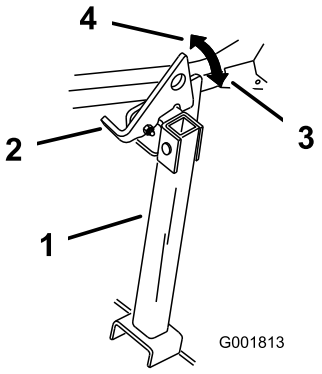

**Figuur 28**
2. Zet de vergrendeling omhoog in de ontgrendelde stand (Figuur 28).